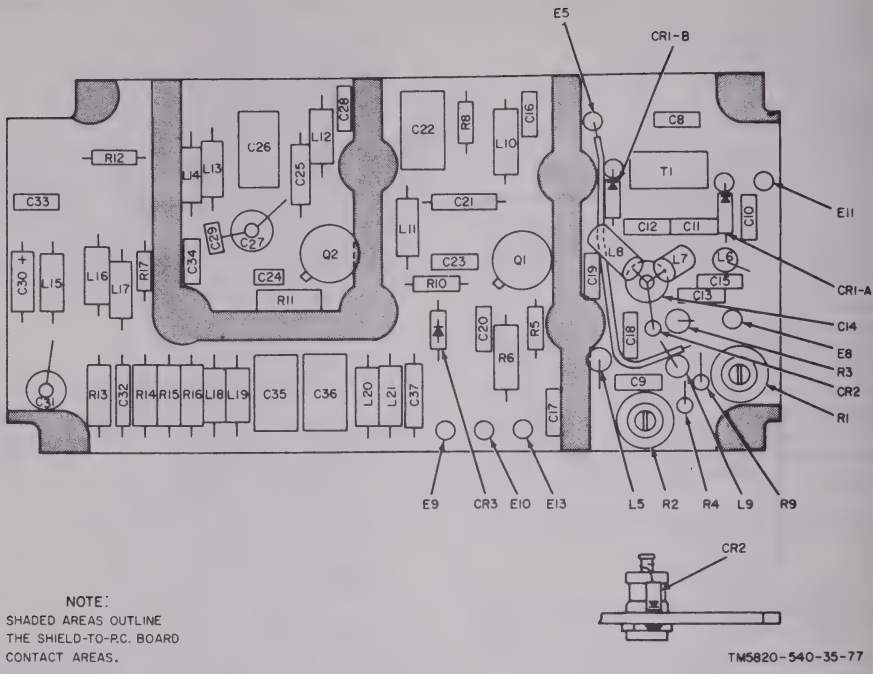

Figure 4-30. Amplifier-frequency multiplier 5TR1A4A1, parts location.
No output, no meter M1 indication (para *b* (2) above).	Check +28v dc supply at L10, L12, and L16; investigate any abnormal indication; replace components as required (fig. 4-30).